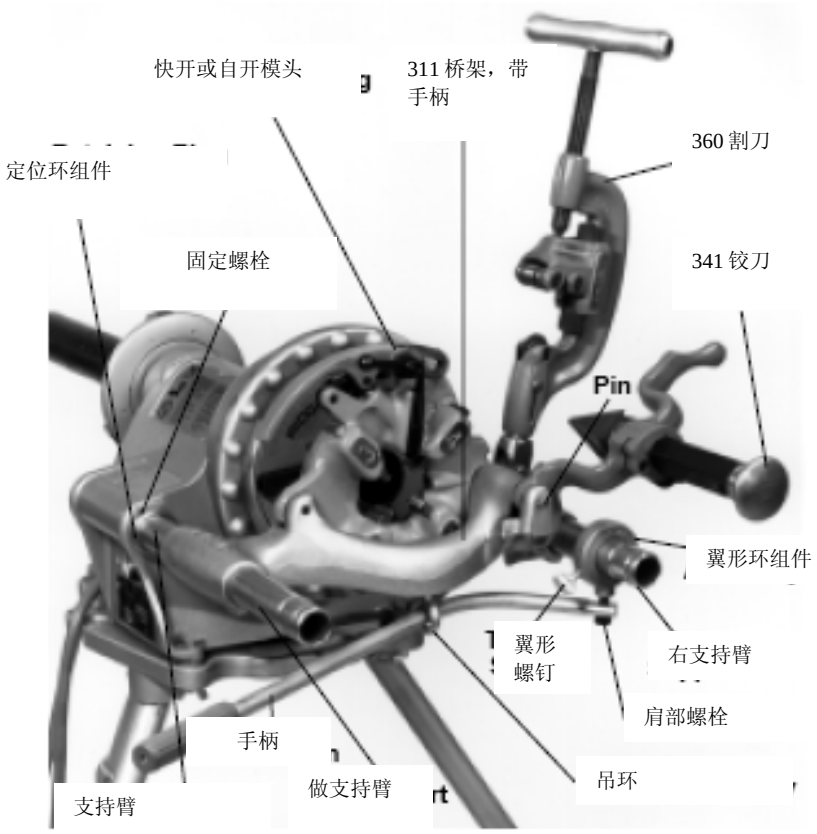

图4 — 300型动力驱动机带311A桥架、360割刀、341铰刀和模头
1. 检查两个支持臂，尾部固定螺栓已拧紧（见图4）。
2. 手柄固定在吊环上，滑动311A桥架的孔穿过两个支持臂，滑入装好（见图4）。
4. 安装360割刀和341铰刀（见图4）。